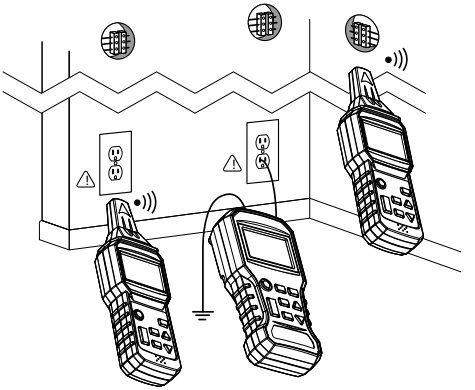

Figura 2 Localização e rastreamento de linhas e recipientes
3. Consulte a Figura 2 na seção ilustrações do aplicativo para obter exemplos.